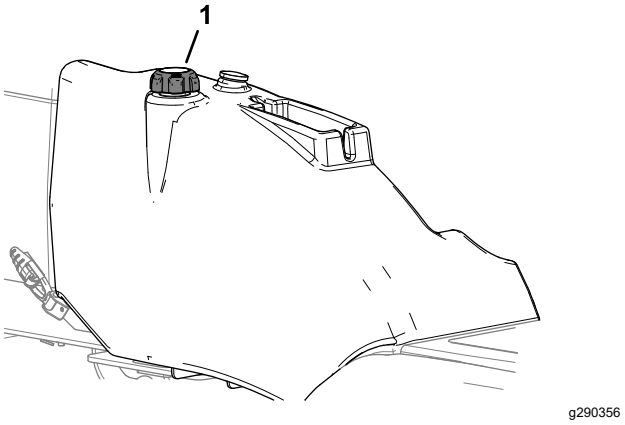

Figur 19
3. Fjern dækslet fra brændstoftanken (Figur 19).